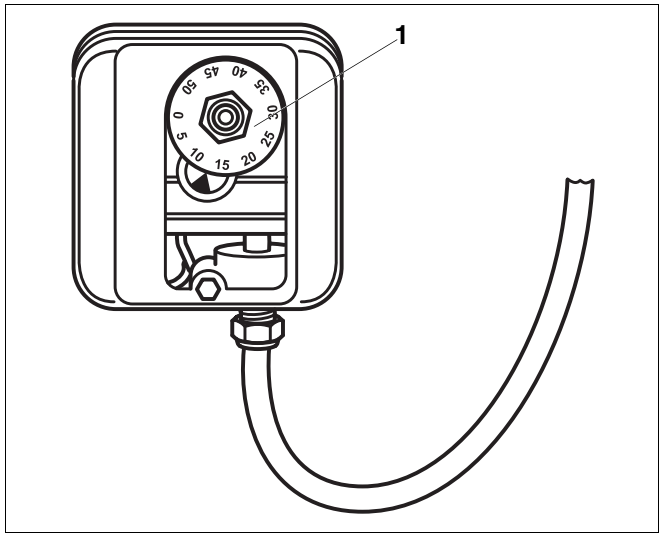

Rys. 48 Czujnik ciśnienia gazu
Zainstalowanie czujnika ciśnienia gazu (rys. 48) jest konieczne, jeżeli instalacja pracuje na gaz płynny (zakres dostawy - zestaw do przezbrajania). Można go także zamontować w przypadku gazu ziemnego (wyposażenie dodatkowe).
- W przypadku przezbrajania na gaz płynny: zamontować czujnik ciśnienia gazu bezpośrednio przy przyłączu gazowym kotła grzewczego w przewodzie gazowym. Tarcza nastawcza (rys. 48, **poz. 1**) powinna być przy tym skierowana do góry lub na zewnątrz. Przy wykonywaniu tej czynności należy stosować dostarczoną złączkę redukcyjną. Przewód przyłączeniowy poprowadzić obok przewodu gazowego przez tylną ściankę kotła oraz wewnątrz, wzdłuż prawej ścianki bocznej do sterownika i wykonać przyłącze elektryczne zgodnie ze schematem ideowym.